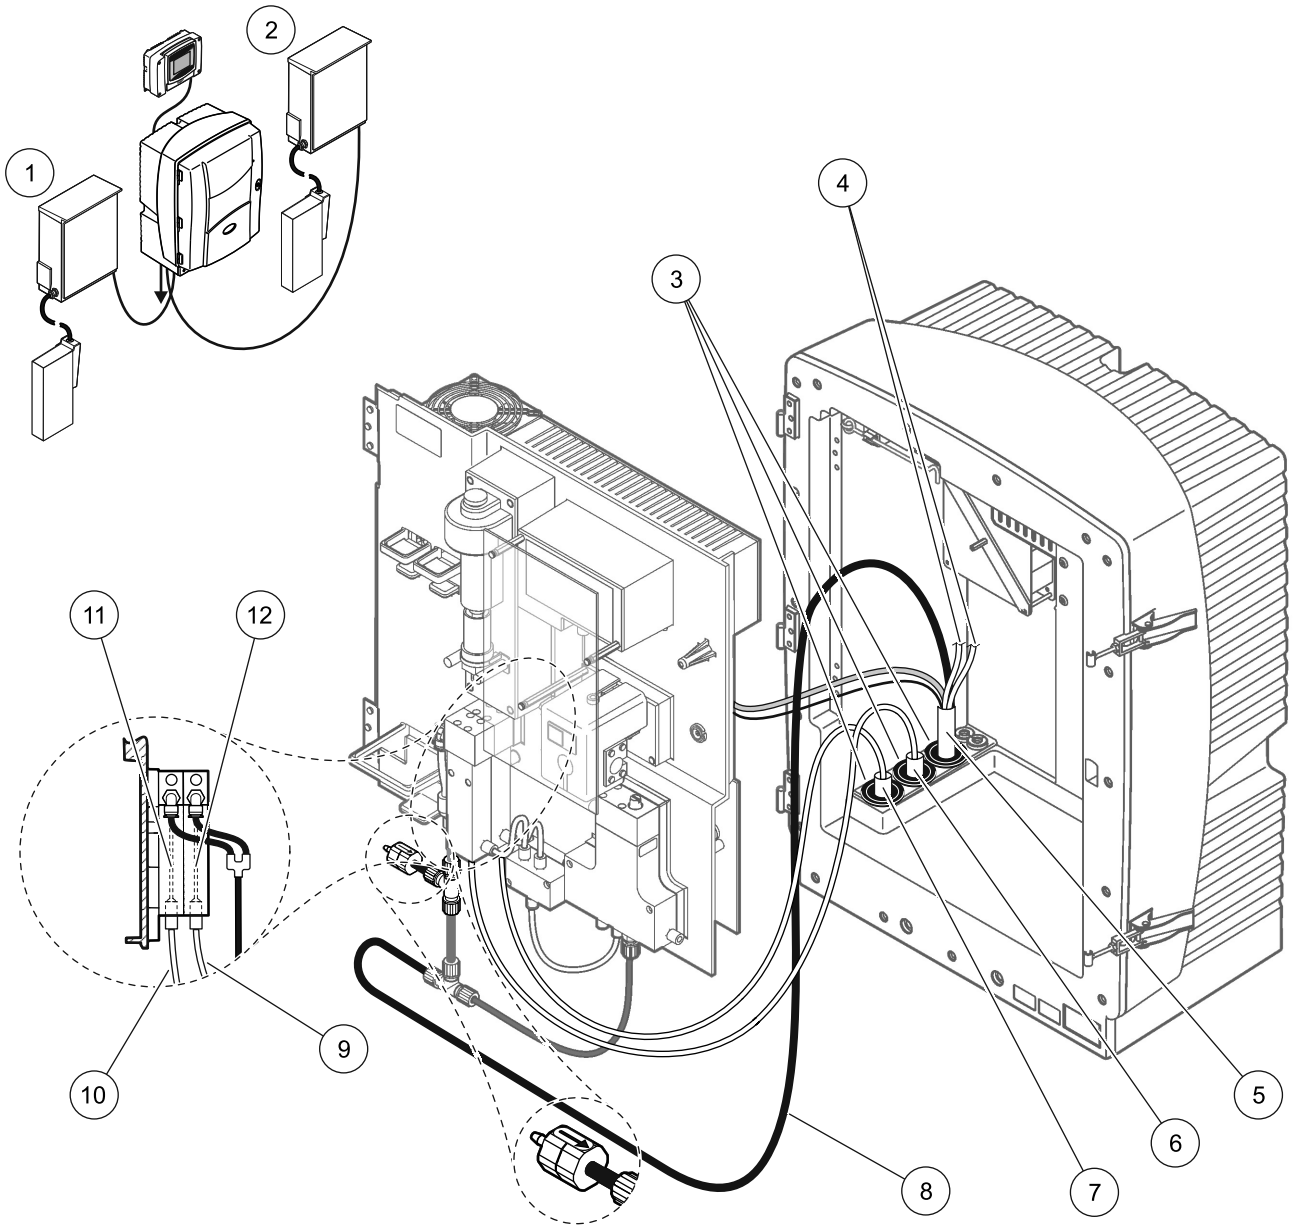

图 31 选项 5 设置
请参考图 31 以及选项 5 的以下说明：
2. 通过分析仪开口从 FILTRAX 1 引出加热的软管 （图 31，项目 7）。使用 1 号密封塞 加固。